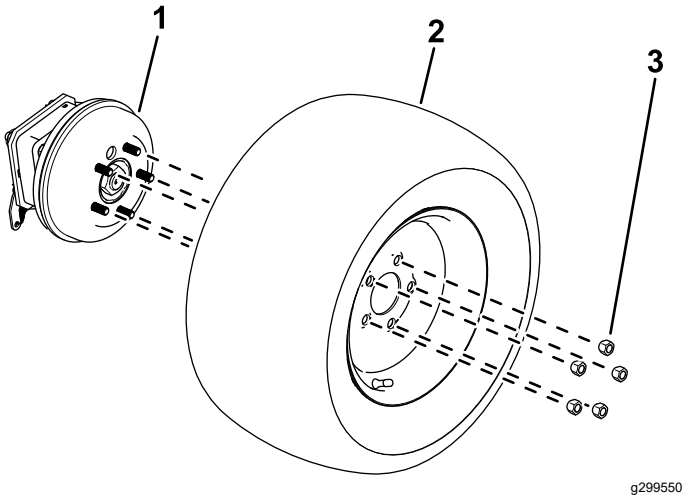

Figura 11
2. Afloje y retire las tuercas de las ruedas (Figura 11).
3. Retire las ruedas de los cubos de las ruedas (Figura 11).
1. Utilice las tuercas que retiró anteriormente para sujetar las ruedas a los cubos de las ruedas (Figura 11).